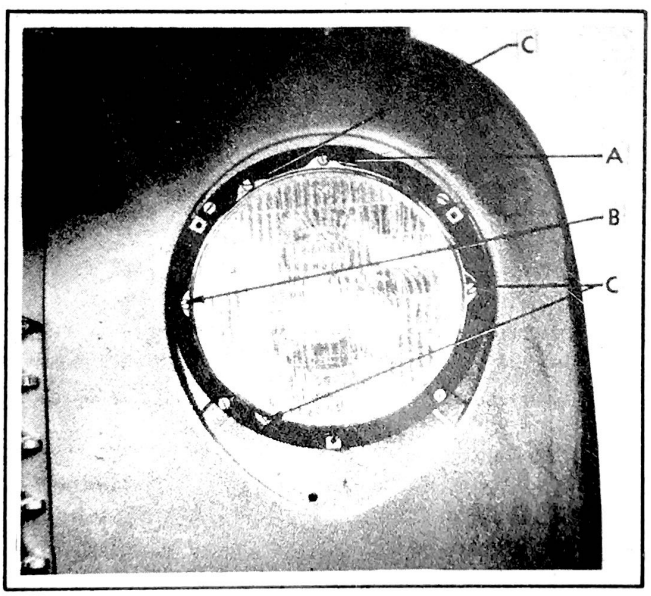

Figure 136 - Headlamp Beam Adjustment
Loosen, but do not remove, the three screws (C), Fig. 136, holding the retainer. *(Do not disturb the aiming screws A and B at the top and left side of the unit.*
Loosen three screws (C), Fig. 136, holding the retainer.
Independent adjustment of both horizontal and vertical aim is provided in "Sealed Beam" headlamps, with the adjustment screw as shown at (A), Fig. 136, and the horizontal adjustment screw at (B). The light beam is moved to the right or left by tightening or loosening this horizontal adjustment screw (B). The beam may be raised or lowered by turning the vertical adjustment screw (A).